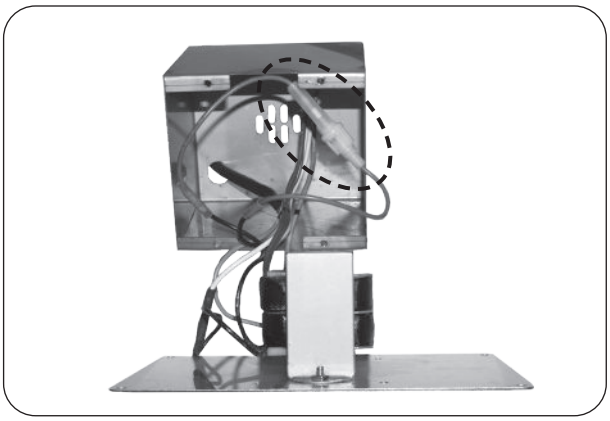

Fig. 50-4 Carefully open box and replace fuse (red wire)
5. Carefully open the box by pulling its cover away. You may need to feed the wire harness into the box to provide enough slack to open on the other end. Then “push in and twist” the fuse holder (red wire), exposing the fuse. See Fig. 50-4.